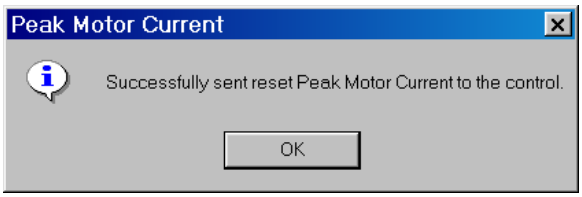

Figure 2-42 Peak Motor Current Profile Reset Successfully Sent Confirmation Screen
6. Select **OK**. TapTalk will display a Peak Motor Current reset successfully sent confirmation screen (Figure 2-42).